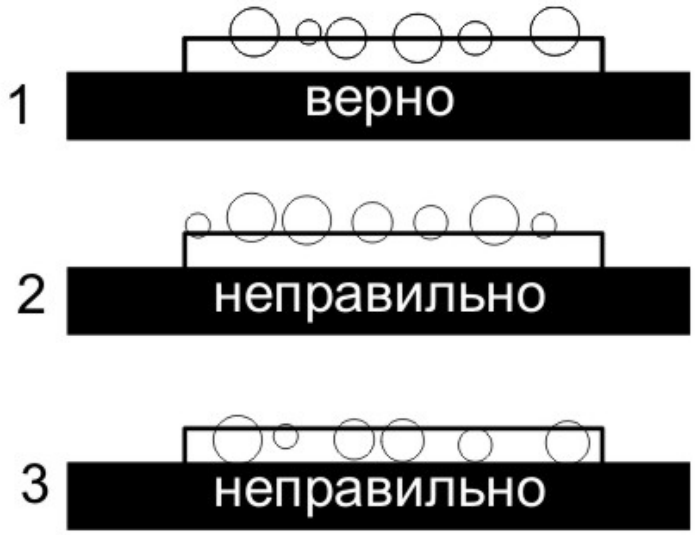

Рис. 53
2. Контроль глубины погружения стеклошариков в слой краски. Стеклянные микросферы должны быть погружены в слой краски на 50% (см. рис.53). Больший уровень погружения приведет к снижению светоотражения. При погружении микросфер менее чем на 50% снижается сила взаимодействия стеклошариков с краской, что приводит к быстрому выпадению стеклошариков из разметки и снижению световозвращения. Данный вид контроля производится визуально при близком рассмотрении или с помощью лупы.